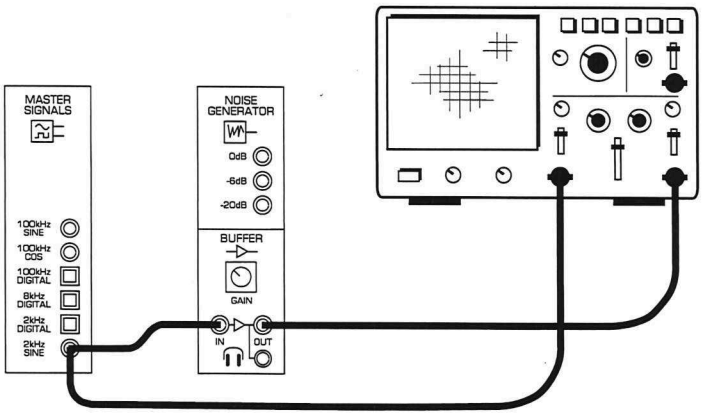

Figure 9
33. Connect the set-up shown in Figure 9 below.